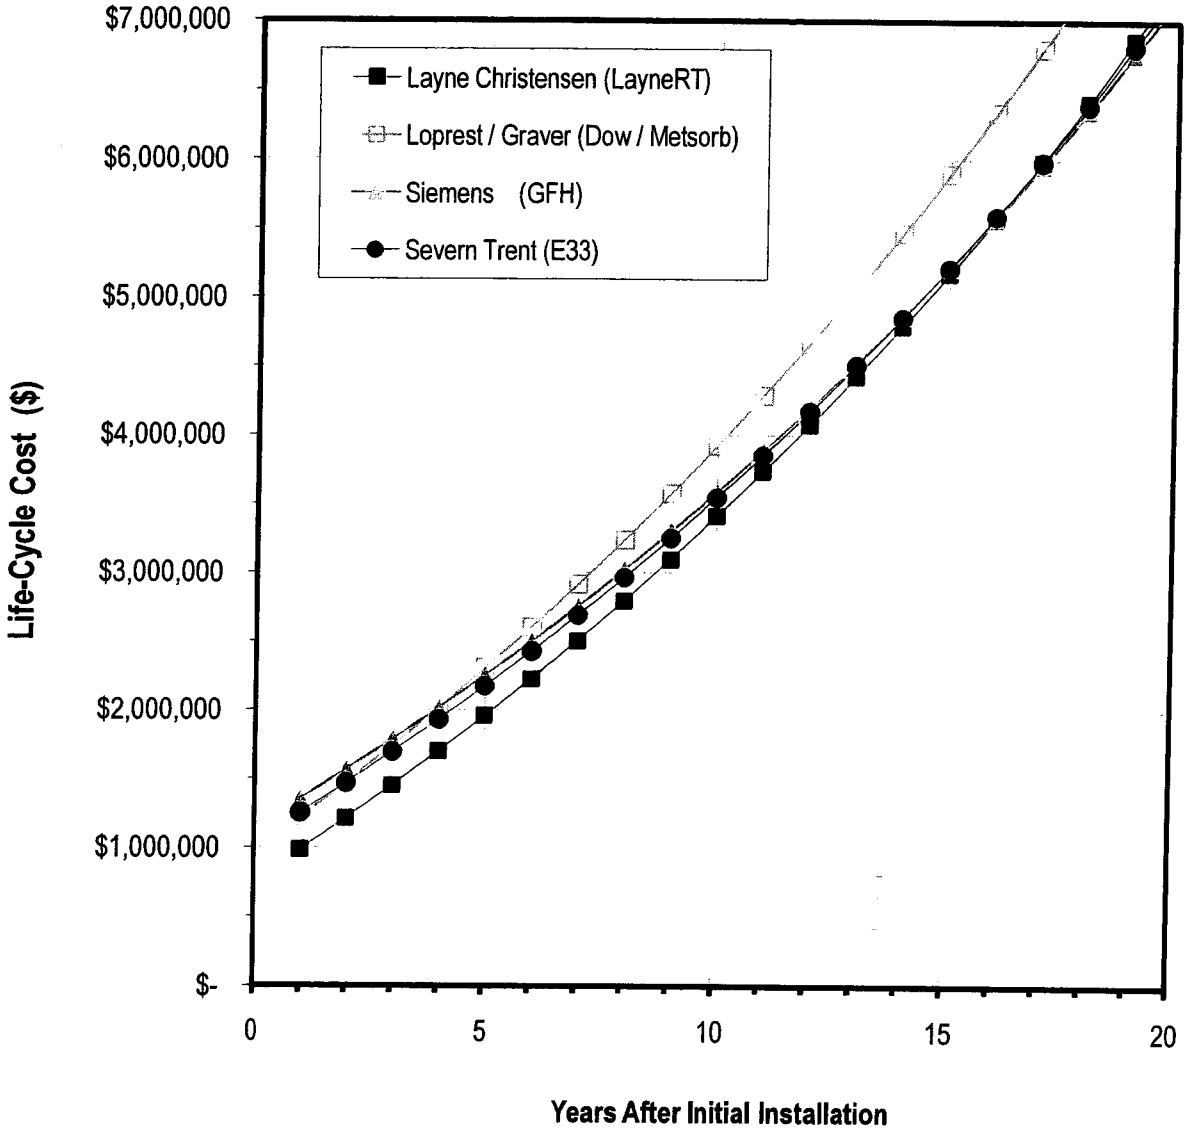

Figure 5
- Total costs paid at end of year "x" used over 20-year life-cycle to determine break-even point (e.g., Figure 5).
Figure 5 shows several break-even points between the various SM systems. The Severn Trent system is estimated to be slightly lower in capital cost than the Siemens' systems. However after year 14, the total costs paid for the Siemens' system is less than the Severn Trent system. Likewise, Loprest (or Graver) is lower in cost than the Siemens' system but after year 3, the Loprest (or Graver) system represents the highest cost of all four systems evaluated.